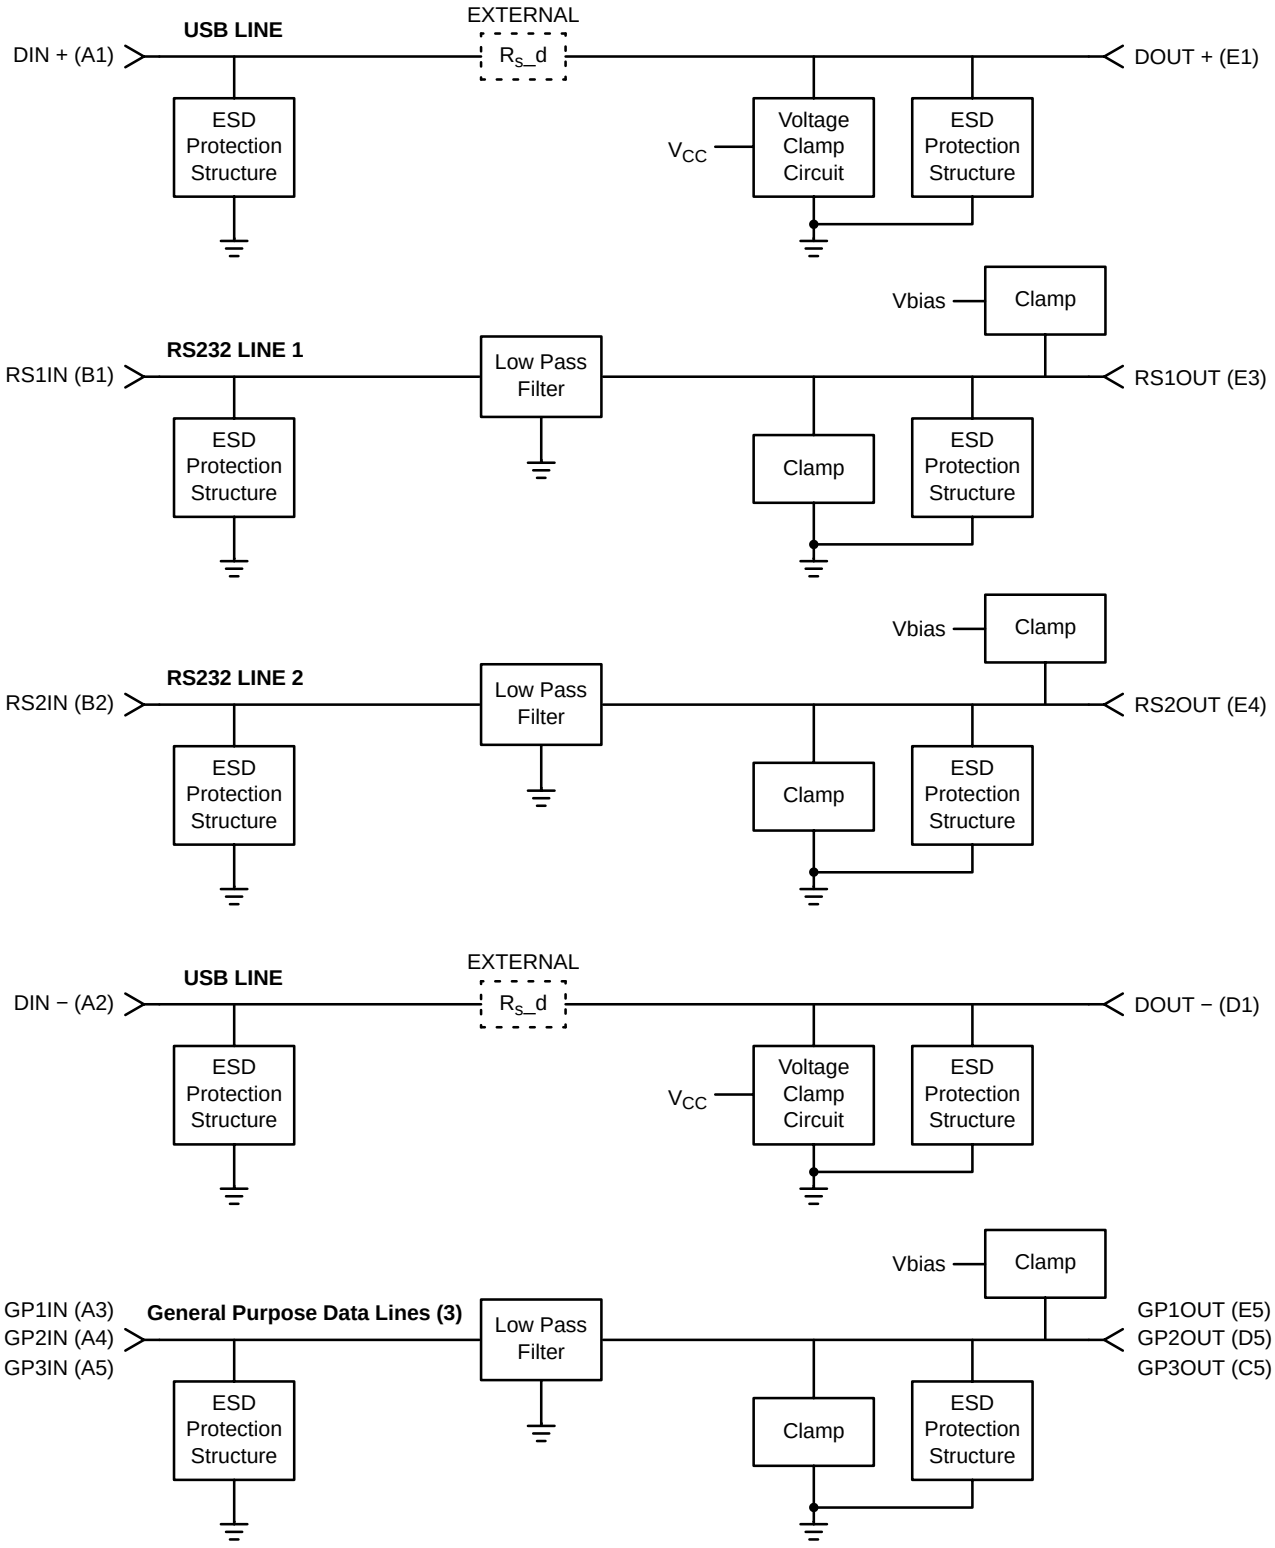

Figure 3. NMFAAAA−1: Without Integrated Switch
3. Figure 3 depicts the waveform of the open circuit voltage of the source.